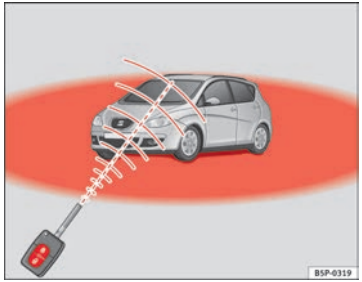

Fig. 63 Raggio d'azione del telecomando
- Il telecomando funziona soltanto se azionato all'interno del suo campo d'azione ⇒ fig. 63 (settore rosso).
- Se si sblocca il veicolo con il tasto (1) ed entro 30 secondi non si aprono né le porte né il portellone posteriore, il veicolo si richiude automaticamente. Questa funzione impedisce che il veicolo permanga involontariamente aperto per un periodo di tempo prolungato.